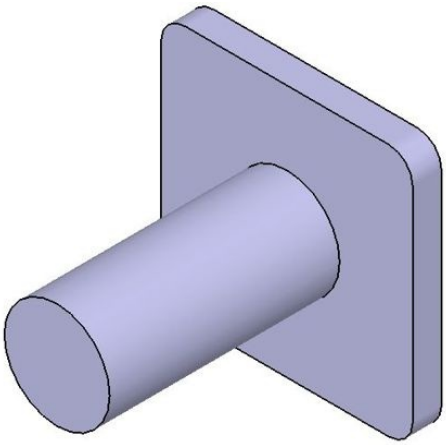

Figure 7-54 *Model after creating the second feature*
c. Create the second feature which is a pad feature by extruding the sketch drawn on the front face of the base feature, refer to Figure 7-54.
3. Exit the **Sketcher** workbench and extrude the sketch to a depth of 96 mm. The model after creating the second feature is shown in Figure 7-54.